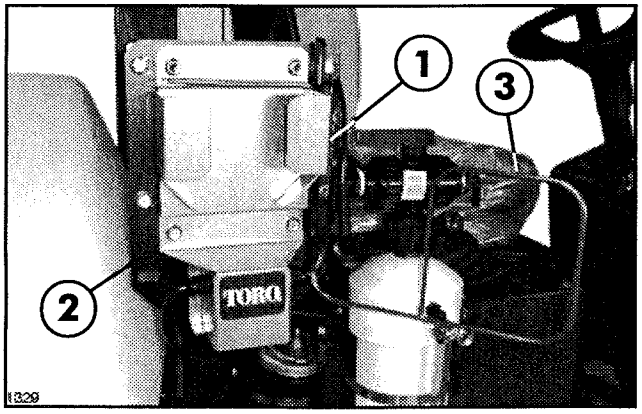

FIG. 2
2. Attach Vehicle Mount PAPR Assembly to Respirator Plate using (2) 5/16 x 3/4" flange screws and (4) 5/16" flange nuts. See FIG. 2.
3. Secure Respirator Assembly to Respirator Angle using (2) 5/16 x 3/4" flange screws and flange nuts.
4. Attach Hood Hanger to front of Respirator Assembly using (2) 5/16 x 3/4" flange screws and flange nuts. See FIG. 2.